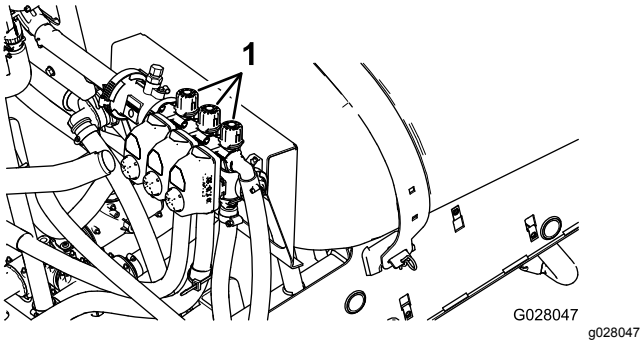

Figur 74
10. Stäng av den vänstra sprutrampen och justera sprutrampens överströmningsventil (Figur 74) tills trycket når den nivå som justerades tidigare (typiskt 2,76 bar).
12. Justera den högra sprutrampens överströmningsventil (Figur 74) tills trycket når den nivå som justerades tidigare (typiskt 2,76 bar).
14. Justera centersprutrampens överströmningsventil (Figur 74) tills trycket når den nivå som justerades tidigare (typiskt 2,76 bar).